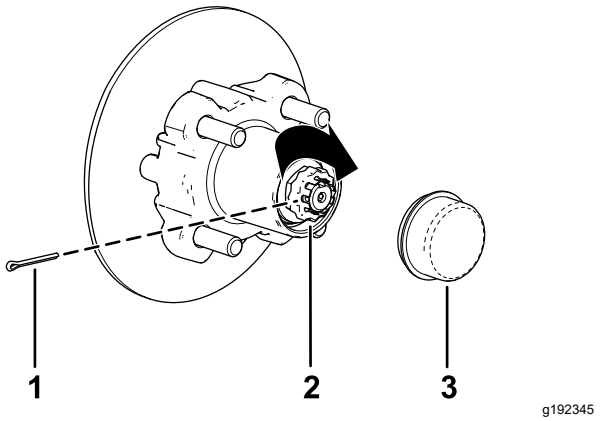

Figur 38
8. Montera hållaren över muttern och kontrollera inriktningen mellan skåran i hållaren och hålet i spindeln för saxpinnen (Figur 38).
9. Montera saxpinnen och böj benen runt hållaren (Figur 38).
10. Montera dammkåpan på navet (Figur 38).